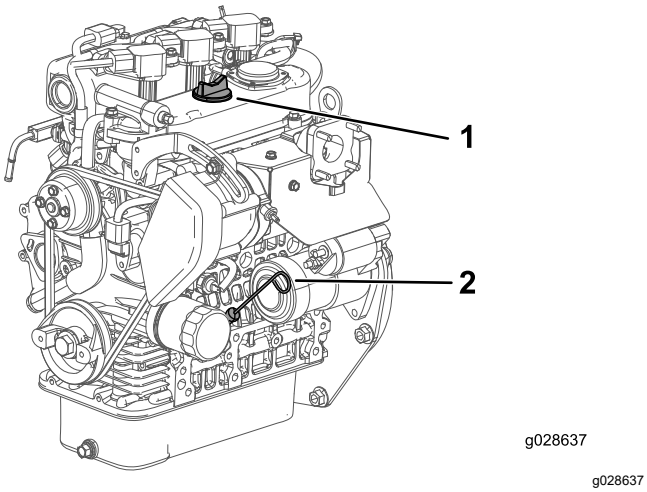

**図 35**
4. ディップスティックを抜ききれいなウェスで一度拭く図 35。
5. ディップスティックを、チューブの根元までもう一度しっかりと差し込む図 35。
6. 引き抜いてディップスティックの目盛りで油量を点検する図 35。
7. オイルの量が不足している場合は、補給口のキャップ図 35を取り、ディップスティックの FULL マークまで補給する。
8. ディップスティックをしっかり差し込んで終了図 35